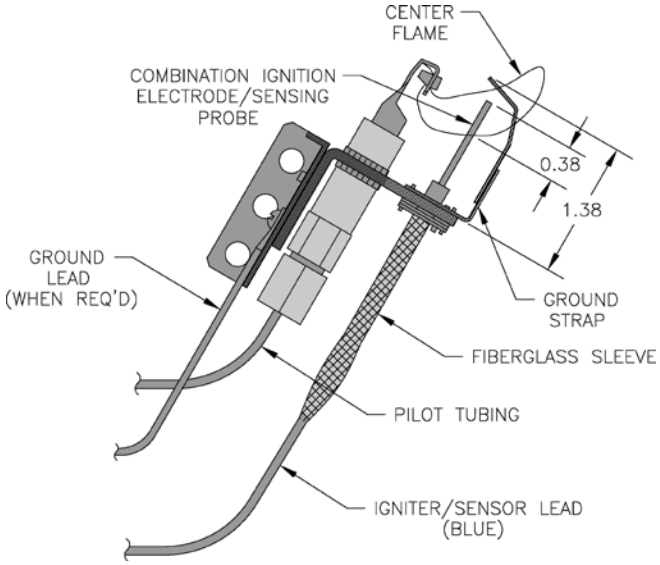

Figure 24: Pilot Burner Flame
H. Check pilot burner flame. See Figure 24. Flame should be steady, medium hard blue enveloping 3/8 to ½ inch of sensing probe.